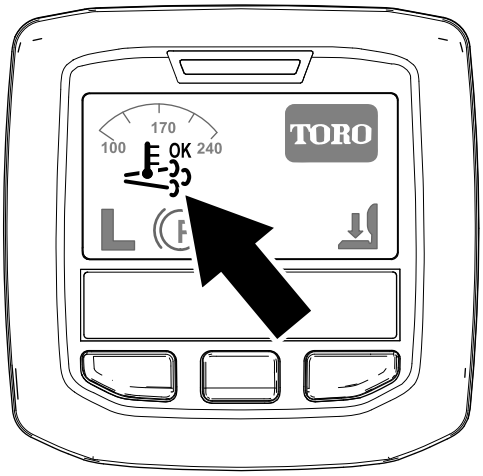

**Figur 37**
- Symbolen för stöd-/återställningsregenerering visas i InfoCenter (Figur 37).